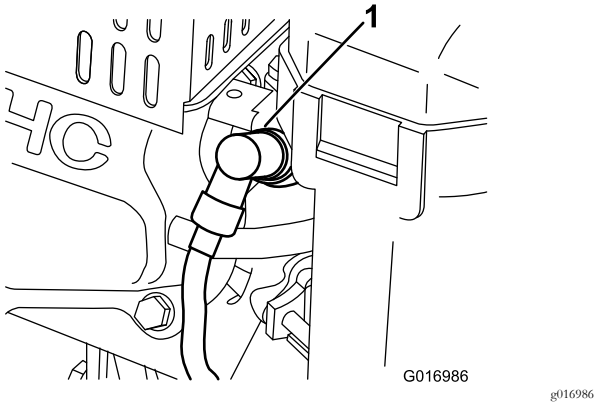

**Figur 27**
1. Tag den støbte tændrørsledning af tændrøret (Figur 27).